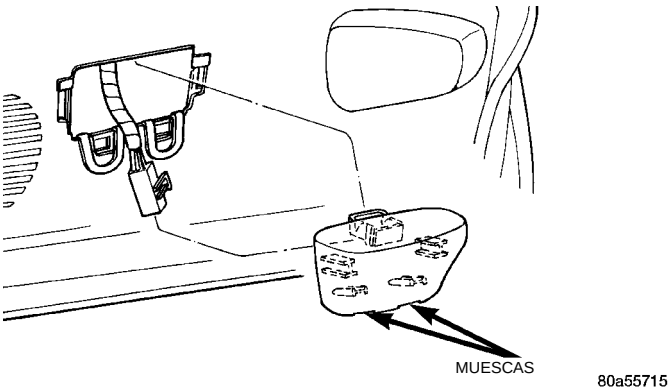

Fig. 4 Desmontaje del conmutador
(1) Inserte una herramienta plana en la muesca de la parte inferior del marco del conmutador (Fig. 4).
(2) Con movimiento de palanca separe el marco del panel de la puerta.
(3) Desconecte el conector de cable del conmutador.
(4) Retire el conmutador soltando las lengüetas del marco.